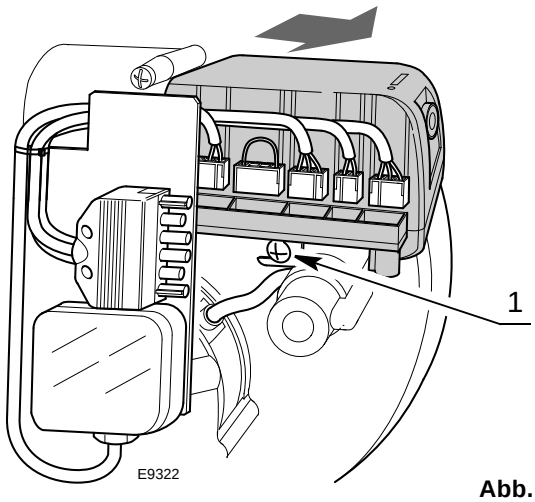

Abb. 15
- ➤ alle an ihm angeschlossenen Verbinder, den 6-poligen Stecker, die Hochspannungskabel und den Erdleiter (TB) abnehmen;
- ➤ die Schraube 1)(Abb. 15) abschrauben und das Steuergerät in Pfeilrichtung ziehen.
- ➤ die Schraube 1)(Abb. 15) mit einem Anzugsmoment von 1 ÷ 1,2 Nm anschrauben;